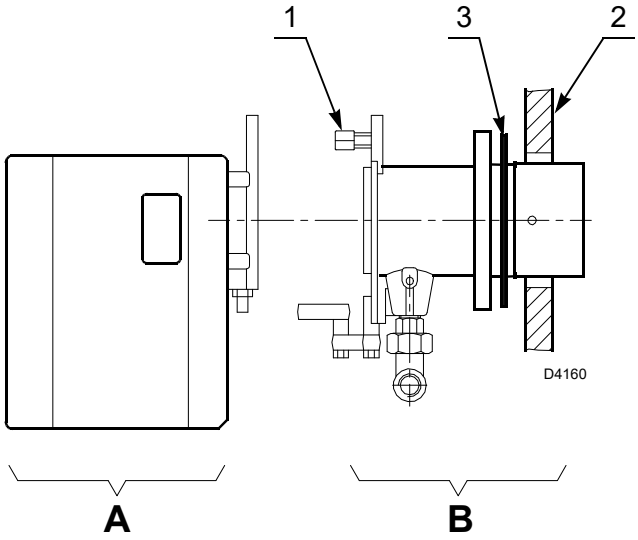

Fig. 10
- ➤ Separate the combustion head assembly from the burner body by removing nut 1) and removing the group A)(Fig. 10).
- ➤ Fix the group B)(Fig. 10) to the boiler plate 2), inserting the supplied insulating gasket 3).